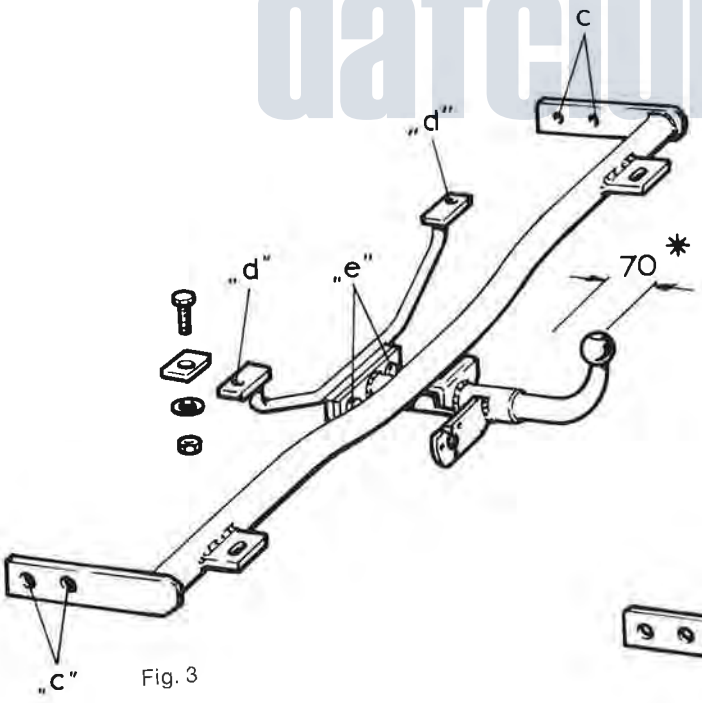

Fig. 3
7. Trekhaak bij "c" met bestaande bouten aan wagen monteren, fig. 3.